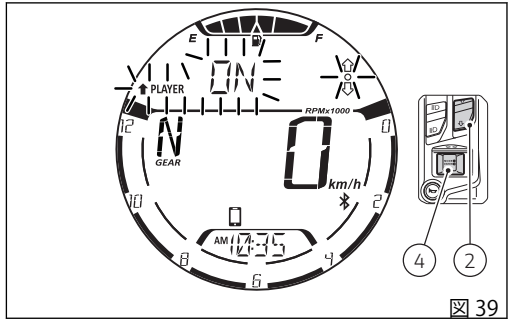

図 39
曲の再生中など音楽プレーヤー操作を起動したままプレーヤー操作から出るには、ボタン (2) を 2 秒間押します。その後、ディスプレイには上向き黒色矢印の横に “PLAYER” の表示、“ON” の文字、白色丸印 “ ∘ ” が 3 秒間点滅します (図 39)。